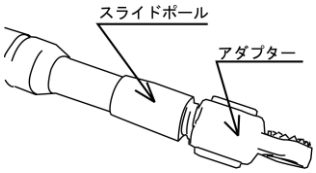

図２
②スライドポールにアダプターを時計回転方向に回して、確実に締め込んでください（図２参照）。